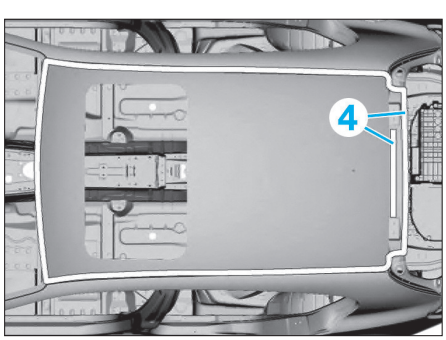

FIG. 22
• Dépointer sur toute la périphérie (4) le pavillon **(Fig.22)**.